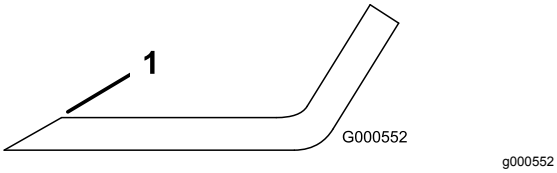

Bild 78
1. Schärfen Sie die Schnittkante an beiden Enden des Schnittmessers mit einer Feile (Bild 78).
Hinweis: Feilen Sie, wenn das Schnittmesser nicht ausgewuchtet ist, vom Flügelbereich des Messers etwas Metall ab (Bild 78).